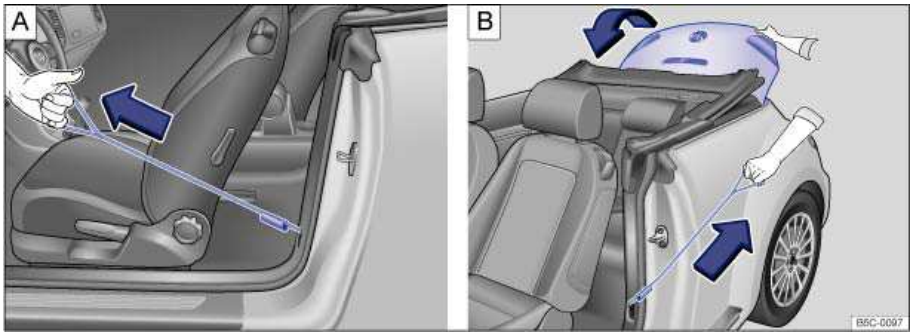

Fig. 158 In the bottom of the driver door pillar: Luggage compartment lid emergency release.
- Pull slowly and firmly on the release loop in the direction of the arrow until the luggage compartment lid releases ⇒ fig. 158 **A**.
- Keep the release loop pulled and carefully move toward the rear of the vehicle until you can reach the luggage compartment lid ⇒ fig. 158 **B** ⇒ .
- Open the luggage compartment lid ⇒ fig. 158 **B**.